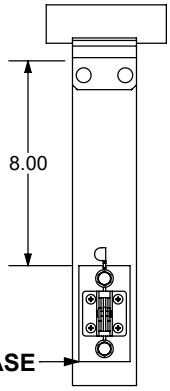
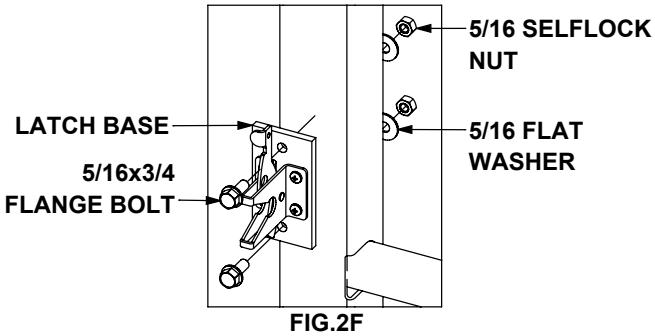

FIG.2E
FIG.2F
STEP 3: Locate the latch base 8 inches from the top and flush on the edge of the post (FIG.2E). Check gate fit before marking and drilling holes in the post with a 5/16 drill bit. Fasten latch base to post with 5/16x ¾ flange bolts, 5/16 flat washers, and 5/16 selflock nuts (FIG.2F).